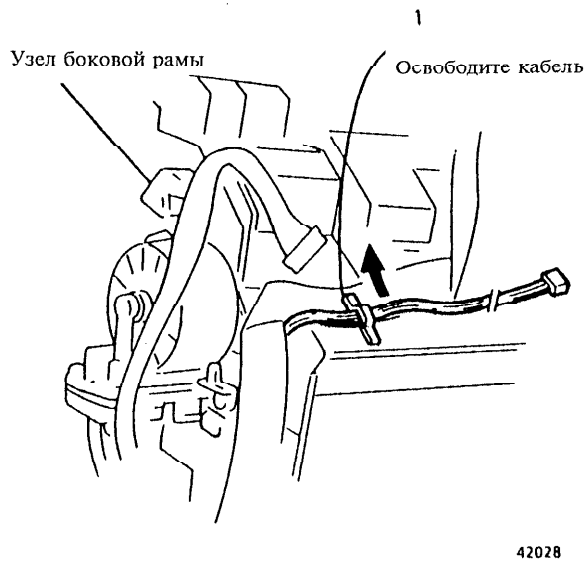

Рис. 1 Освобождение кабеля
4. (Рис. 1): Освободите кабель от зажима.